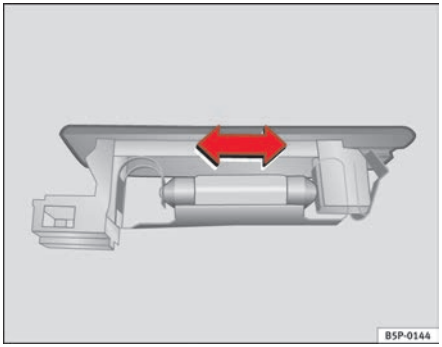

Fig. 198 Luggage compartment light
– Press the lamp sideways and remove it from the allotment ⇒ fig. 198. ■